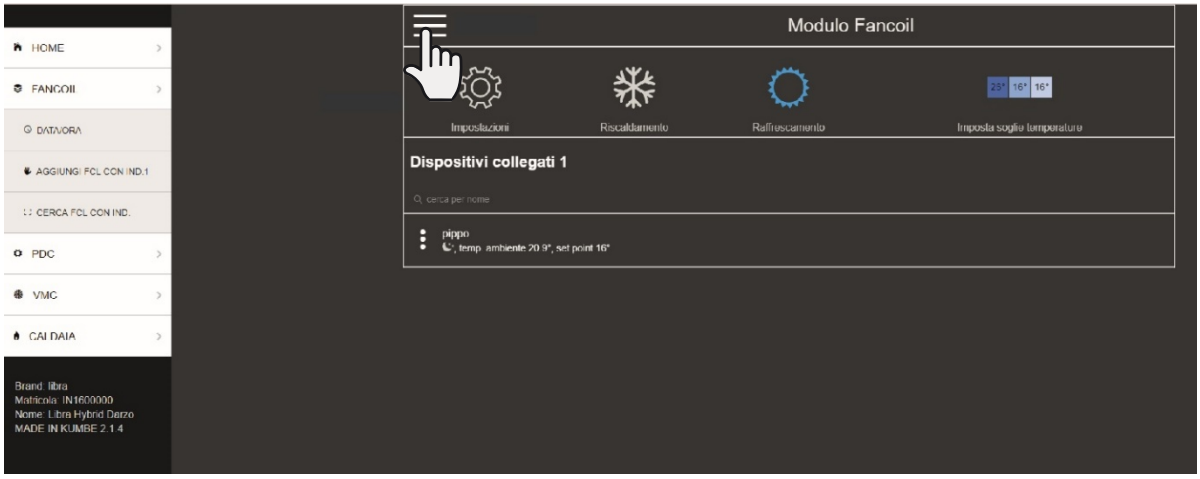

Figura 7-1
3. Entrare nel menù dei fancoils come indicato in Figura 7-1;